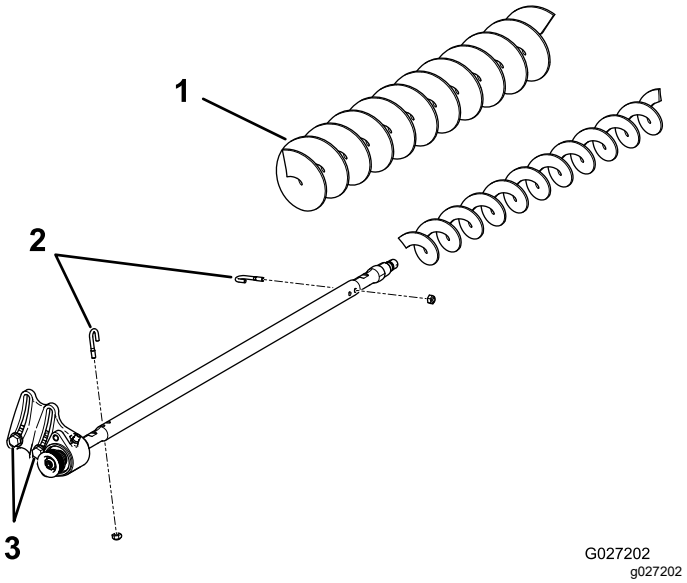

Figura 23
3. Togliete i 2 bulloni a J e i dadi (Figura 23).
4. Fate scorrere la spazzola esistente fino ad estrarla dall'albero (Figura 23).
5. Allentate i 2 bulloni, le rondelle e i dadi che fissano l'alloggiamento del cuscinetto di comando alla staffa di montaggio dell'alloggiamento del cuscinetto (Figura 23).
6. Fate scorrere la spazzola per altezze di taglio alte sull'albero della spazzola (Figura 23).
7. Bloccare la spazzola sull'albero con 2 bulloni a J e i dadi precedentemente rimossi (Figura 23).